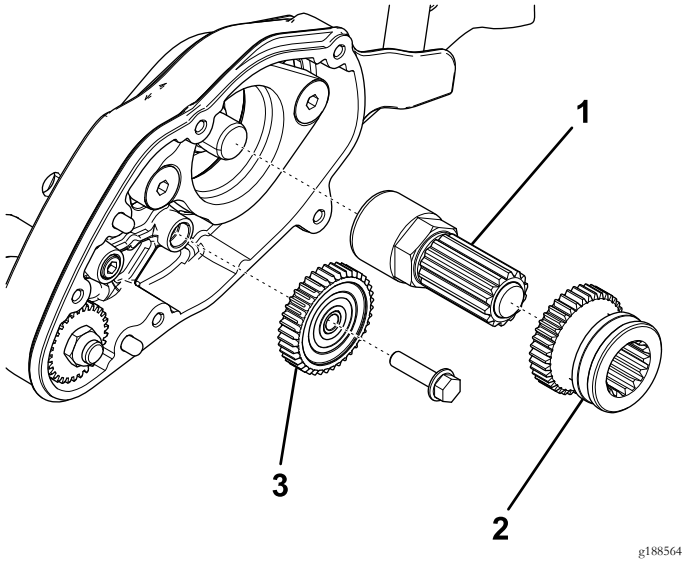

Figure 2
4. Remove the 40 tooth idler gear (Figure 2).
5. Remove the drive gear and shaft assembly from the reel-shaft extension (Figure 2).